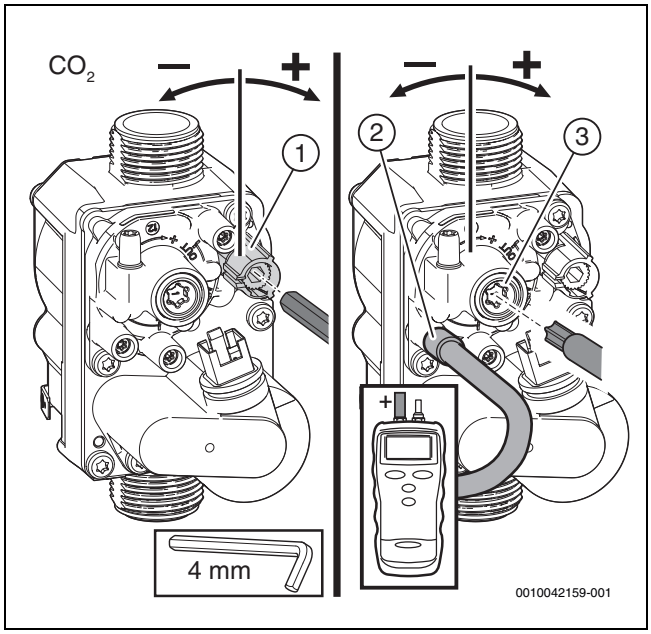

Bild 57 Einstellen der Gasarmatur
▶ CO_2- oder O_2-Gehalt für die maximale Nennwärmeleistung gemäß Tabelle 91 prüfen und ggf. nachstellen (→ Bild 57).